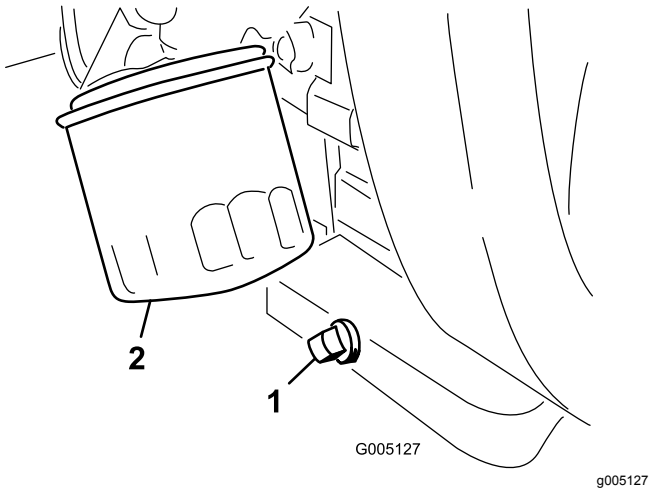

Figuur 29
1. Verwijder de aftapplug (Figuur 29) en laat de olie in een opvangbak lopen.
2. Maak de schroefdraad van de aftapplug schoon, breng PTFE afdichtmiddel aan en monteer de aftapplug (Figuur 29).
3. Verwijder het oliefilter (Figuur 29).